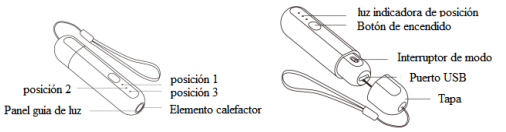

Figura 1 Diseño
B. Botón de encendido: Salir del modo de espera e iniciar el calentamiento; cambiar el tiempo de calentamiento (3 niveles de tiempo de calentamiento para cada modo). El indicador de posición indica la posición (como se muestra en la Figura 1) del tiempo de calentamiento, Posición 3: el tiempo de calentamiento es el más largo, Posición 2: el tiempo de calentamiento es moderado, Posición 1: el tiempo de calentamiento es el más corto.